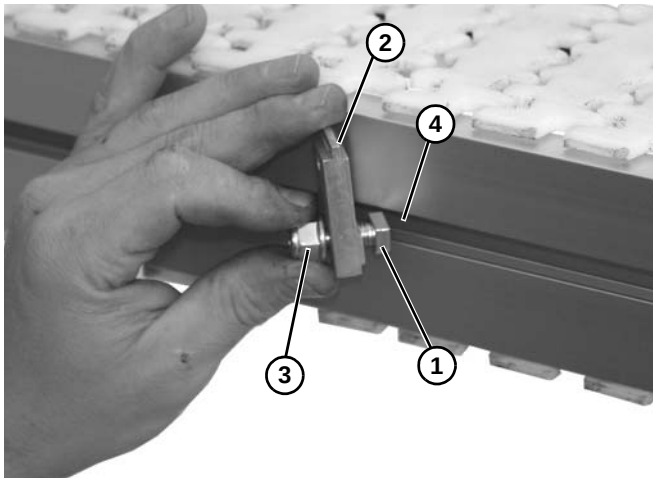

Figure 34
1. Install stud **(Figure 34, item 1)** onto retaining clip **(Figure 34, item 2)** with nut **(Figure 34, item 3)**.
2. Install stud **(Figure 34, item 1)** into side rail channel **(Figure 34, item 4)**. The end clips should be no greater than 12" from end of the conveyor.